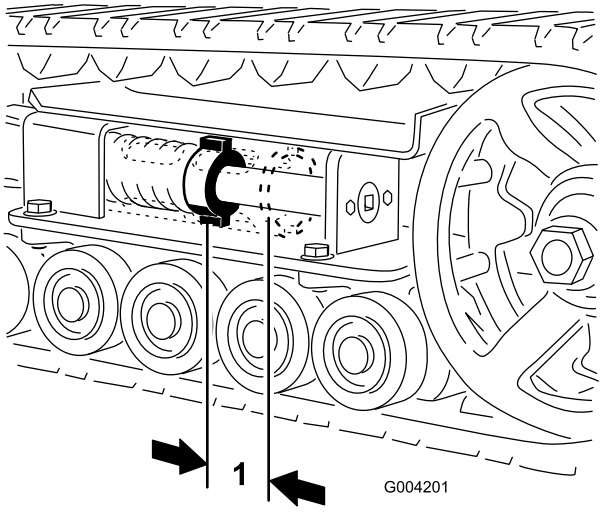
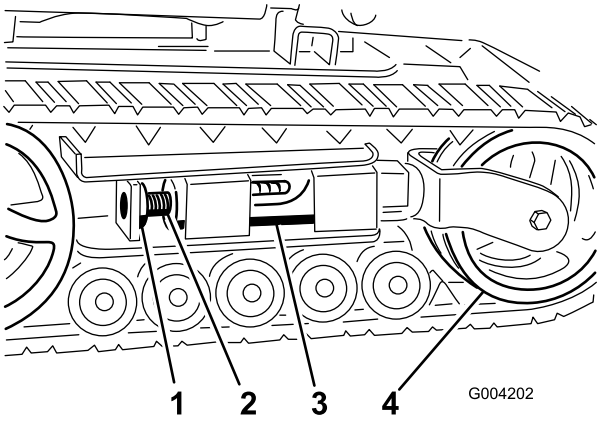
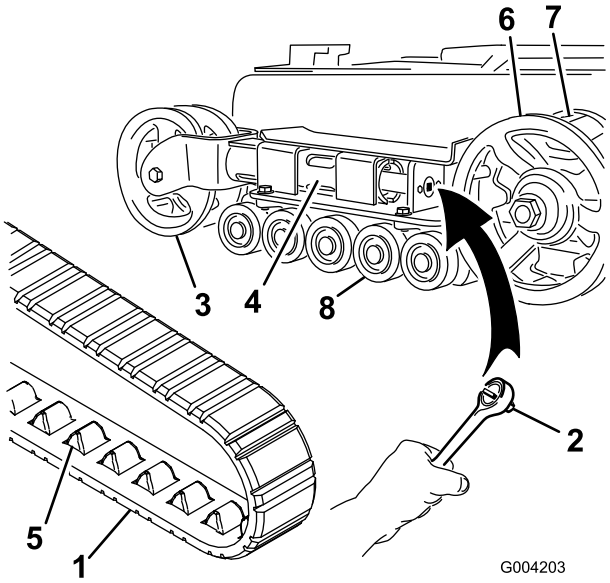
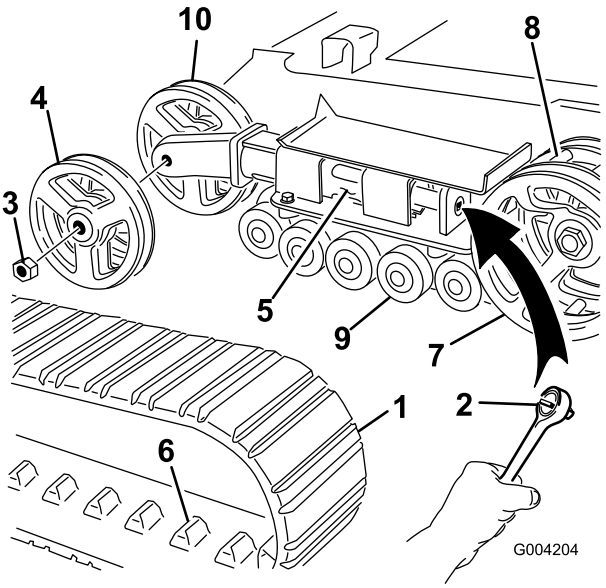

Figur 41
Figur 42
Figur 43
Figur 44
Det ska vara 7 cm mellan spännmuttern och spännrörets baksida (Figur 41). Om så inte är fallet ska larvbandens spänning justeras enligt följande:
3. Ta bort låsbulten och muttern (Figur 42).
4. Vrid spännskruven motsols med en 1/2-tums (13 mm) hylsnyckel (Figur 43) tills avståndet mellan spännmuttern och spännrörets baksida (Figur 41) är 7 cm.
5. Rikta in den närmaste skåran i spännskruven med låsbultens hål, och säkra skruven med låsbult och mutter (Figur 42).
4. Lossa drivspänningen genom att vrida spännskruven medsols med en 1/2-tums (13 mm) hylsnyckel (Figur 42 och Figur 43).
5. Tryck spännhjulet mot bakre delen av enheten för att flytta spännröret mot ramen (Figur 43). (Om det inte rör vid ramen, fortsätt vrida spännskruven tills det vidrör ramen.)
7. När larvbandet är av spännhjulet kan du ta av det från drivhjulet och väghjulen (Figur 43).
8. Börja vid drevet och dra det nya larvbandet runt det. Kontrollera att spåren på larvbandet passar in mellan kuggarna på drevet (Figur 43).
9. Tryck in larvbandet under och mellan väghjulen (Figur 43).
11. Vrid spännskruven motsols tills avståndet mellan spännmuttern och spännrörets baksida (Figur 41) är 7 cm.
4. Lossa drivspänningen genom att vrida spännskruven medsols med en 1/2-tums (13 mm) hylsnyckel (Figur 42 och Figur 44).
5. Tryck spännhjulet mot bakre delen av enheten för att flytta spännröret mot ramen (Figur 44). (Om det inte rör vid ramen, fortsätt vrida spännskruven tills det vidrör ramen.)
6. Ta bort muttern som håller fast det yttre spännhjulet, och ta därefter bort hjulet (Figur 44).
7. Ta bort larvbandet (Figur 44).
8. Ta bort muttern som håller fast det inre spännhjulet, och ta därefter bort hjulet (Figur 44).
12. Montera det inre spännhjulet och fäst det med den mutter som avlägsnades tidigare (Figur 44).
14. Montera det nya larvbandet, och kontrollera att tapparna på bandet passar in mellan kuggarna mitt i drevet (Figur 44).
15. Montera det yttre spännhjulet och fäst det med den mutter som avlägsnades tidigare (Figur 44).
17. Vrid spännskruven motsols tills avståndet mellan spännmuttern och spännrörets baksida (Figur 41) är 7 cm.